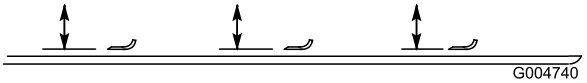

Bild 83
2. Drehen Sie die Messer, bis die Enden nach vorne und hinten zeigen und messen Sie von der Innenseite des Mähwerks bis zur Schnittkante an der Vorderseite des Messers (Bild 83).